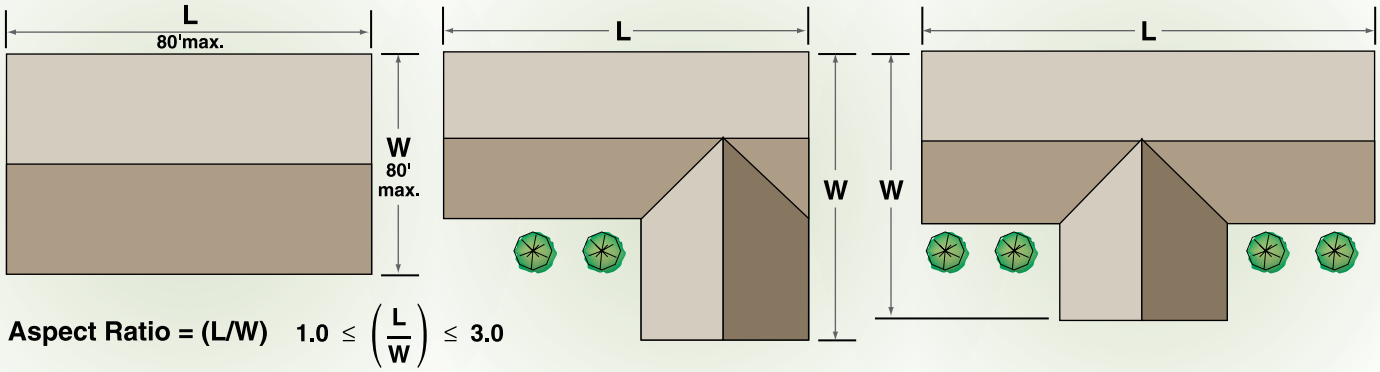

Figure 4. Building Aspect Ratios
- ❑ Aspect ratios for these buildings shall be calculated as shown in Table 1 (page 6) and Figure 4.